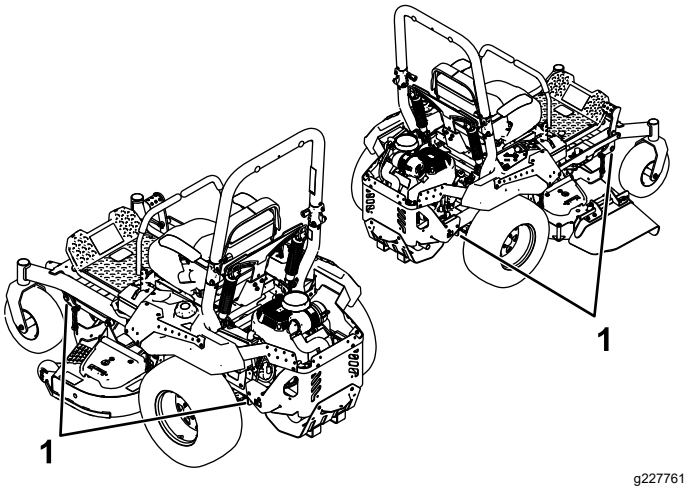

Figuur 36
6. Zet de machine vast bij de voorste zwenkwielen en de achterbumper; gebruik hierbij spanbanden, kettingen, kabels of touwen (Figuur 36). Raadpleeg de lokale vereisten inzake de bevestiging van machines.